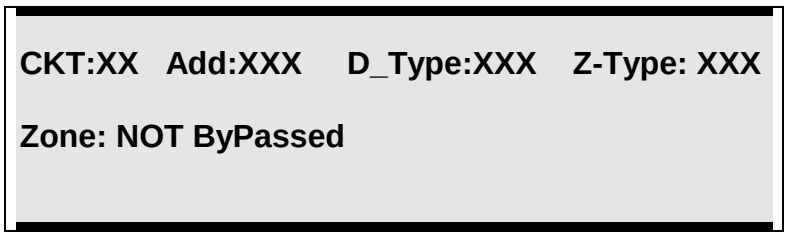

Figure T8A
5. Select [**1**] to program circuits. Figure T8A is now displayed